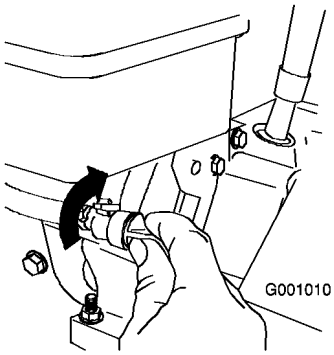

Figur 32
3. Steng drivstoffavstengningsventilen ved å rotere den med klokken (Figur 32).